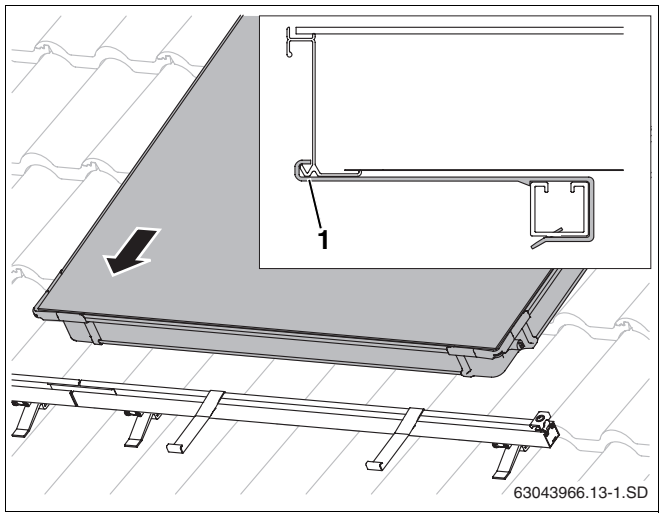

Abb. 42 Ersten Kollektor auf die Profilschienen legen
- Den ersten Kollektor auf die Profilschienen legen und in die Abrutschsicherungen gleiten lassen (Abb. 42).
Die untere Kollektorkante muss in der Öffnung der Abrutschsicherung liegen (Abb. 42, **Pos. 1**).